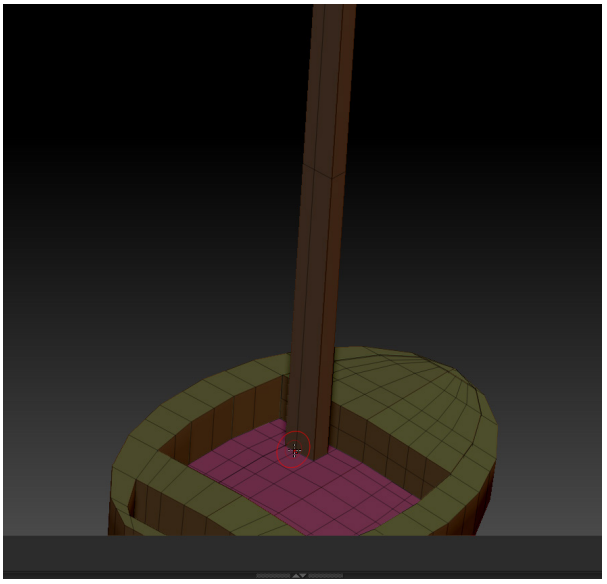
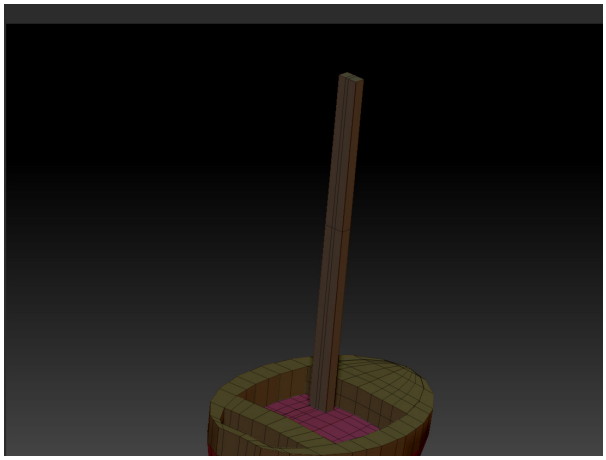

Figure 3-127 *The edge loop added*
Figure 3-128 *Added edge loops*
1. Hover the cursor on the edge and click; the edge loop is added, as shown in Figure 3-127. Similarly, add more edges, as shown in Figure 3-128.